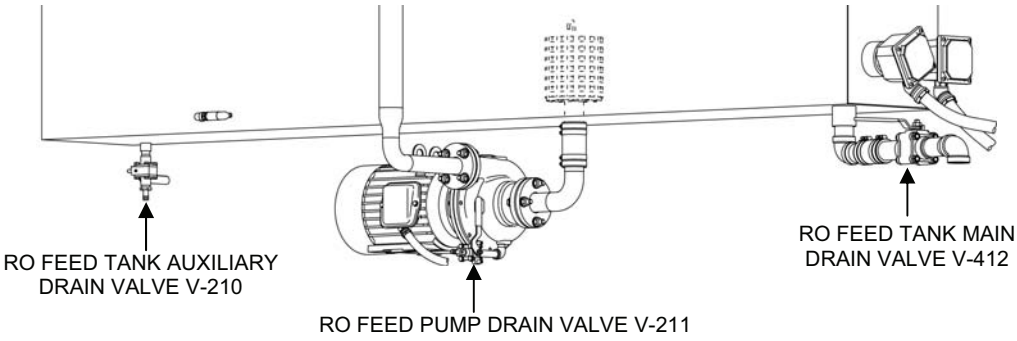

Figure 2. Valves for Shutdown to Standby for MF Acid Cleaning.
2. Shutdown the TWPS to the Standby condition as follows (Figure 2):